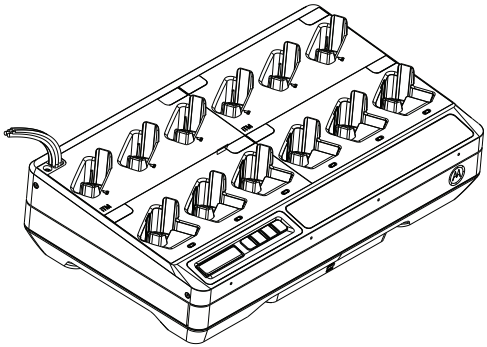

Figura 15: Tutti i cavi escono dal lato sinistro in alto del caricabatteria.
6. Tutti i cavi scorrono da sinistra in alto o da a destra in alto nel caricabatteria (vedere la Figura 15).